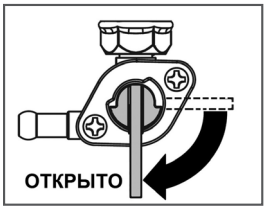

Рис. 11 Рычаг топливного крана
3. Откройте топливный кран переводом рычага в вертикальное положение (Рис. 11).